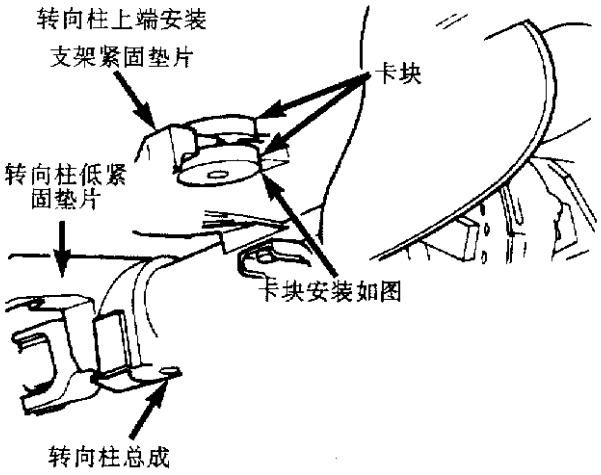

图 9－38　卡块装于转向柱安装支架
(2)将转向柱总成装入仪表板开口处，安装转向柱下安装架(见图 9－37)，校准和安装转向柱上安装架(见图 9－37)，扭紧 4 个转向柱紧固螺母和垫圈，扭矩为 12N·m。
(3)将转向柱轴联轴节装入中间联轴节内(见图 9－36)，安装两者间的螺栓，使其扭矩为 28N·m，安装安全销。